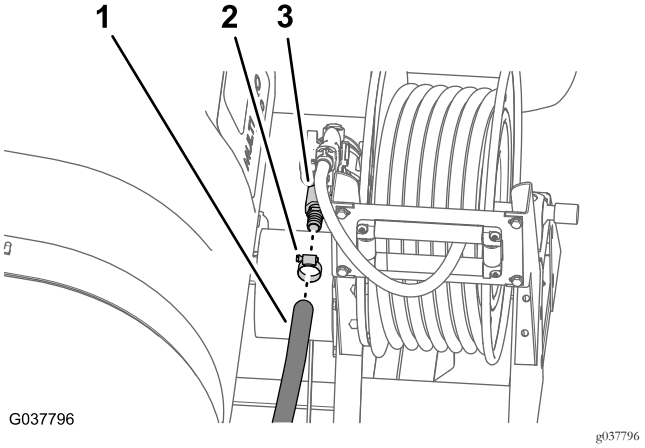

Figuur 40
1. Verwijder de slangklem waarmee de toevoerslang bevestigd is aan de slangpilaar van de slanghaspel (Figuur 40).
2. Verwijder de slang van de slangpilaar (Figuur 40).